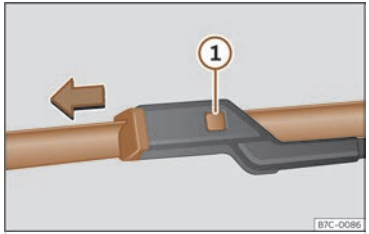

Fig. 212 Changing the windscreen wiper blades
- Press and hold release button ››› **Fig. 212** ① and pull gently on the wiper blade in the direction of the arrow.